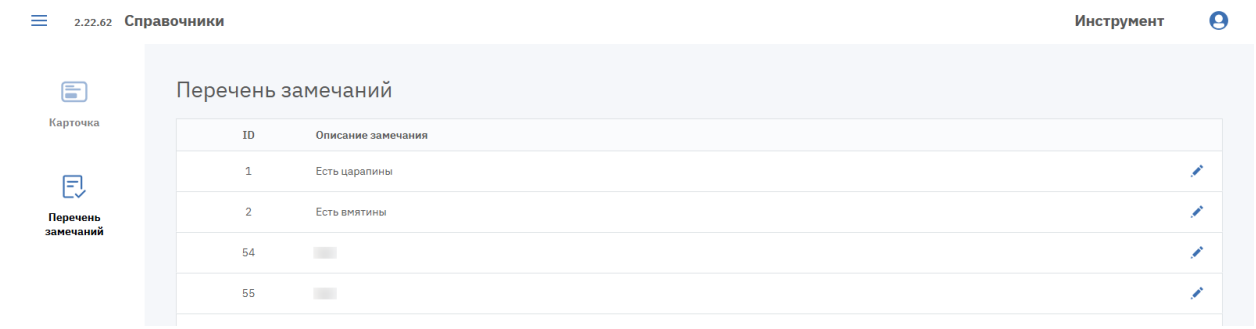

Рисунок 75. Вкладка «Перечень замечаний»
2. Перейдите на вкладку «Перечень замечаний» (см. Рисунок 75).